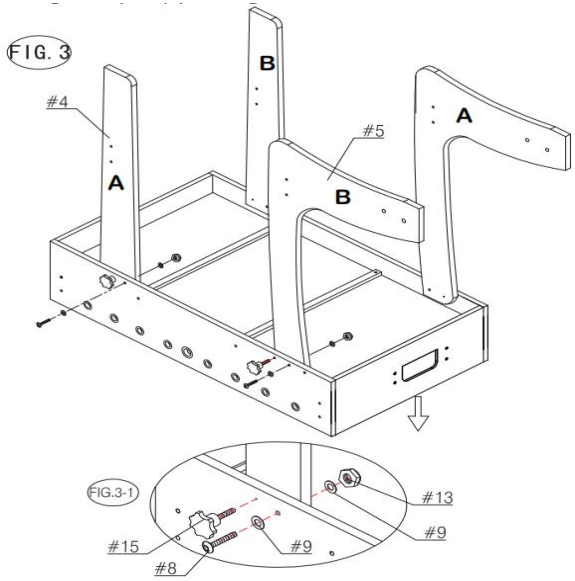

FIG.4.
8) Fäst de tre EnHeg-stöden (#6) på benen (#4 och 5) använder Tvättmunstyckesscen (#10). Se FIG.4.